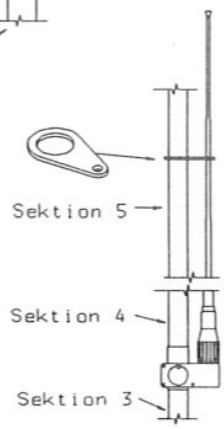
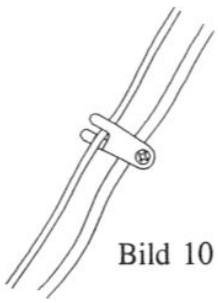

Bild 9
Bild 10
5. Distansstycket träs på femte mastsektionen och fästs till antennens toppspröt, bild 9. Sätt på övre antennfästet med antenn. Anslut en antennkabel till nedre antennen och den andra till övre antennen. Kabeln till övre antennen krokas i en av staglinorna med de tre krokarna som är monterade på kabeln närmast antennen, bild 10.